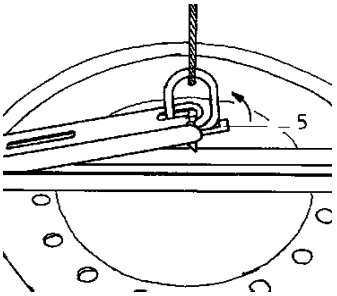

Abb. 6
- Après avoir soulevé le levier de fermeture (5) (fig. 6), le préhenseur se tend et le cadre peut être soulevé avec précaution d'environ 10 cm.